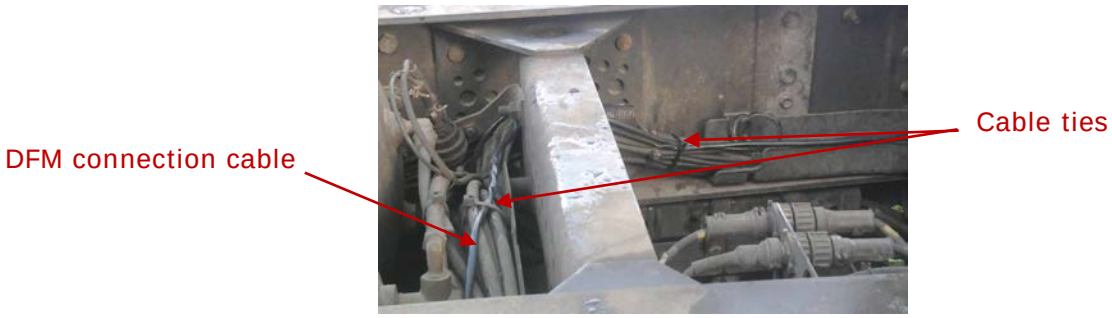

Figure 23 — Laying DFM connection cable
5) It is **strongly recommended** to lay DFM connection cable together with standard electrical vehicle wiring with mandatory cable ties fixing of every 50 cm (see Figure 23).